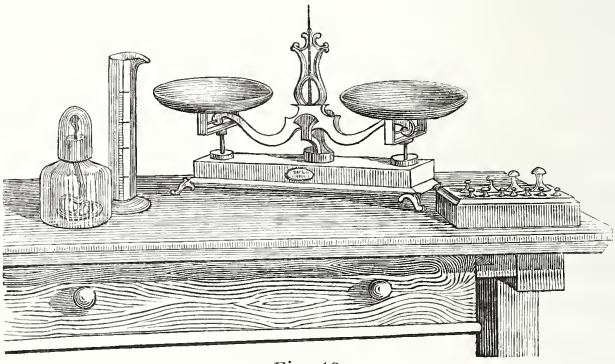

Fig. 13.
Il est indispensable, mon cher élève, que vous fassiez l'acquisition d'une petite balance Roberval (fig. 13) munie de ses poids, grammes et décigrammes.
56.—Tous les flacons dont on sert pour le collodion doivent être lavés à l'eau d'abord, puis à l'alcool, et bien égouttés. Cet alcool impur sert à brûler dans la lampe (vue à gauche dans la fig. 13) dont l'usage est continuel pour sécher ou chauffer.